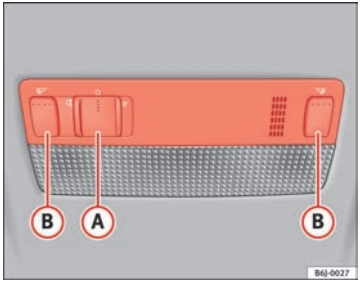

Fig. 62 Front reading light
Press the corresponding button (B) ⇒ fig. 62 to switch on the reading light.